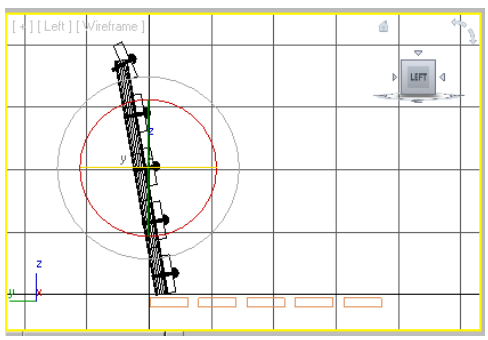

Figure 3-53 *Rotating the back support in the Left viewport*
2. Move the cursor over the Z-axis. Now, press the left mouse button and drag the cursor counterclockwise to rotate the back support until the value in the **Z** spinner in the coordinate display becomes **10**. Release the left mouse button. The *back support* is rotated, as shown in Figure 3-53.